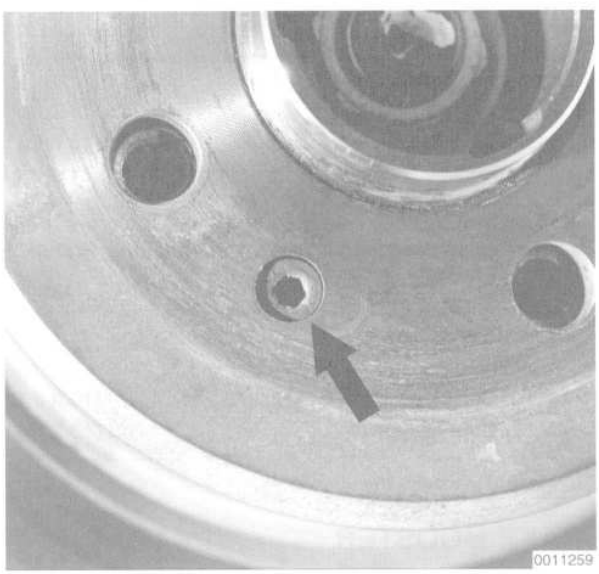

Fig. 10. Brake rotor mounting screw (**arrow**).
2. Remove the bolt holding the rotor to the wheel hub. See Fig. 10.